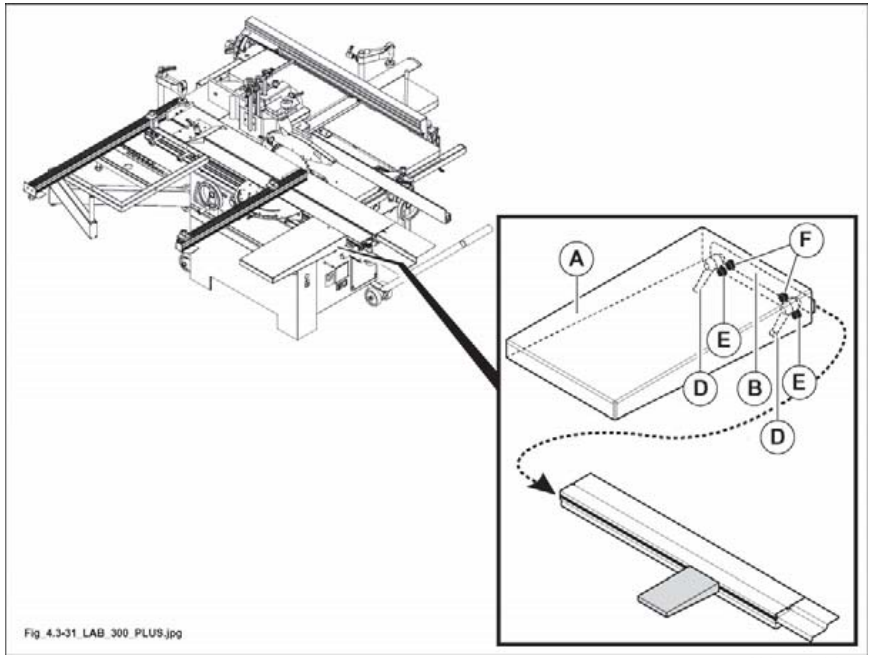

Abb. 4.3-31
1) Ansatzflügel (A Abb. 4.3-31) montieren. Hierzu ist die Stelleiste (B Abb. 4.3-31) in die Rillen des Waggons (C Abb. 4.3-31) einzusetzen.
2) Ziehen Sie die Hebel (D Abb. 4.3-31) an.
3) Die Fläche ist bereits eingestellt. Für nachträgliche Einstellarbeiten sind die Stifte (E Abb. 4.3-31) (Ausrichtung) und Schrauben (F Abb. 4.3-31) (Höhenpositionierung) anzuziehen oder zu lockern.